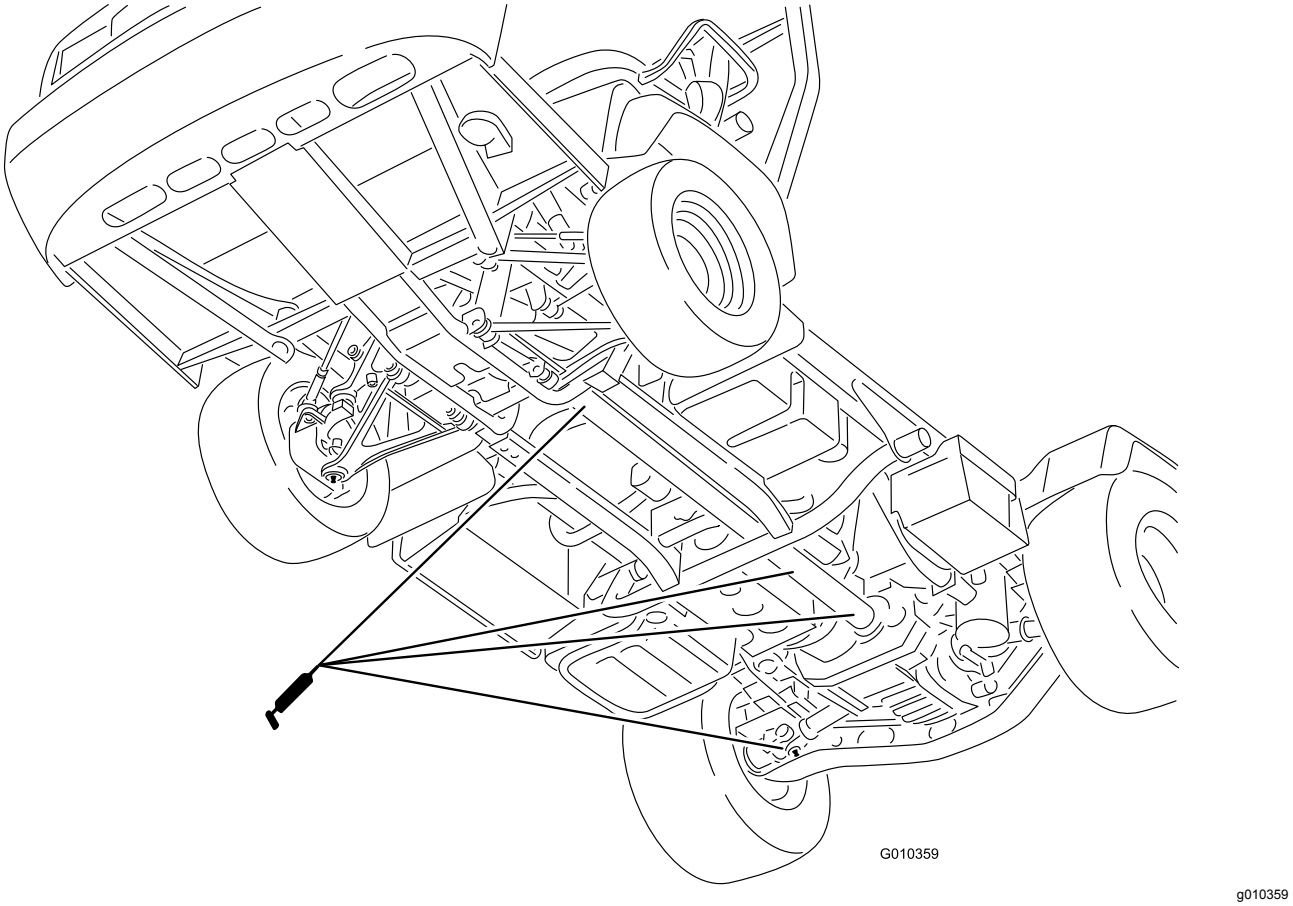

Figur 32
- **U-ledd (18)**. Se Figur 32
- **Drivaksel for firehjulstrekk (3)**. Se Figur 32